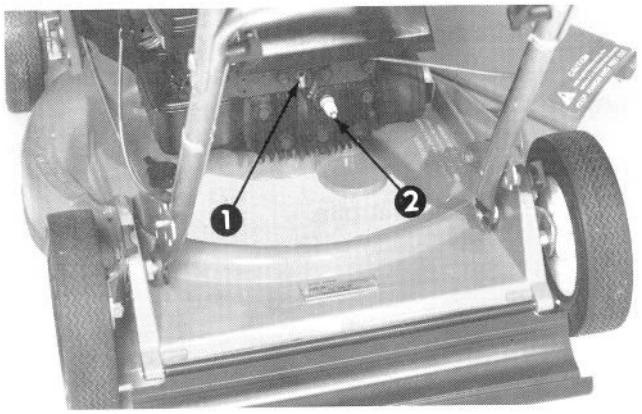

Afbeelding 15
**Verricht nooit een afstelling of onderhoudsbeurt terwijl de motor draait. Trek de hoogspanningsdraad (Afb.15) van de bougie.**